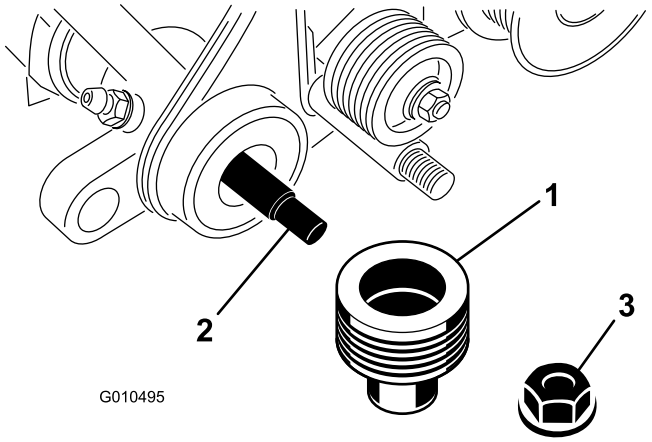

図 33
6. 受動プーリをグルーマシャフトの端部に固定しているロックナットを外してプーリを外す図 33。